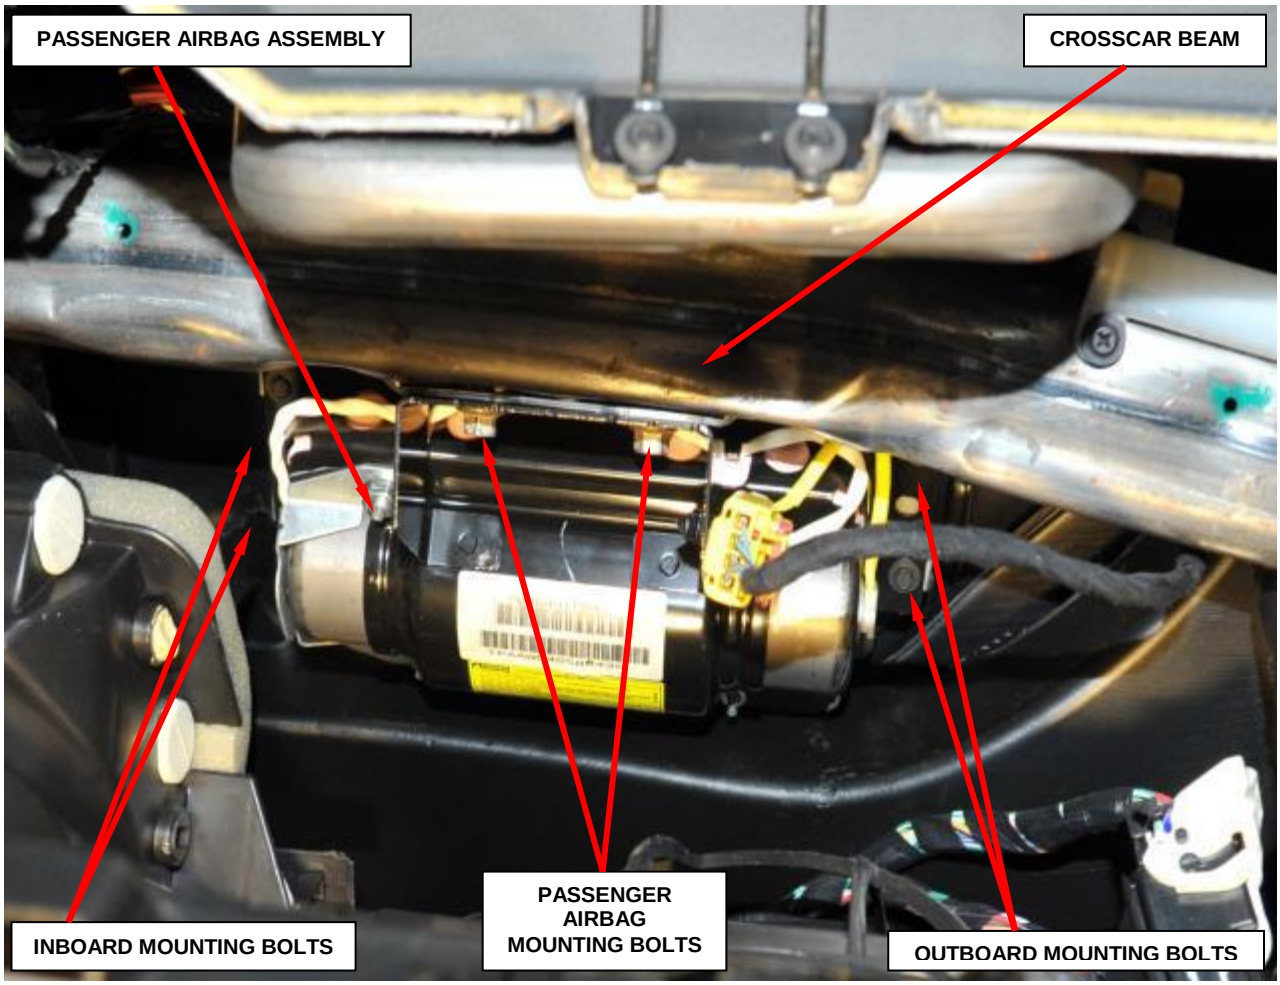

**Figure 52 – Passenger Airbag Mounting Locations**
4. Remove and save the two inboard mounting bolts to the passenger airbag assembly just below the distribution duct and to the left of the distribution housing (Figure 52).
5. Remove and save the two outboard mounting bolts to the passenger airbag assembly just below the distribution duct (Figure 52).
6. Remove and save the two passenger airbag assembly mounting bolts to the crosscar beam (Figure 52).
12. Install the two passenger airbag mounting bolts to the crosscar beam. Torque bolts to 103 in. lbs. (11.6 N·m) (Figure 52).
13. Install the two inboard mounting bolts to the passenger airbag just below the distribution duct and to the left of the distribution housing. Torque the screws to 25 in. lbs. (2.8 N·m) (Figure 52).
14. Install the two outboard mounting bolts to the passenger airbag just below the distribution duct. Torque the screws to 25 in. lbs. (2.8 N·m) (Figure 52).